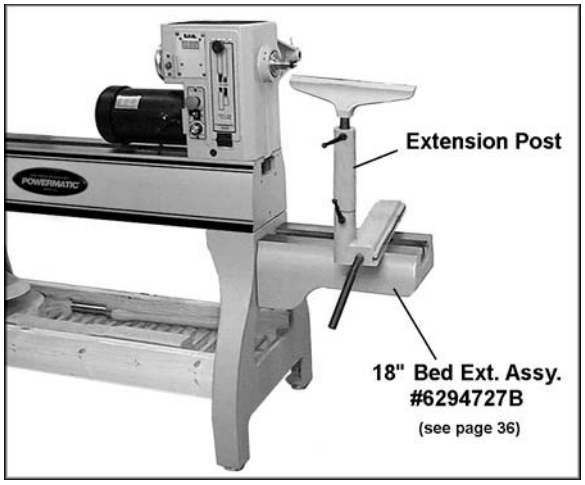

Figure 9
For outboard turning, where the headstock is moved to the opposite end of the Lathe to accommodate large bowl blanks, you can (1) mount the 18” bed extension to the three lower holes on the Lathe frame, and (2) mount a vertical extension post [included with the optional bed extension] to the tool rest base. See Figure 9.